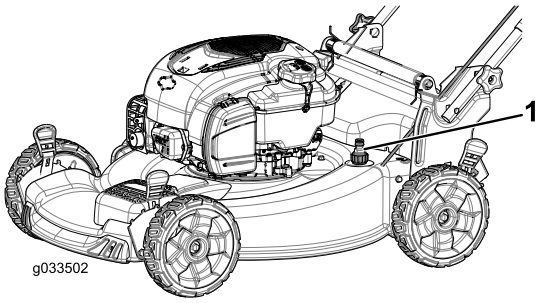

Rysunek 26
4. Podłącz jeden koniec węża ogrodowego do źródła wody, a drugi – do złącza czyszczenia maszyny (Rysunek 26).